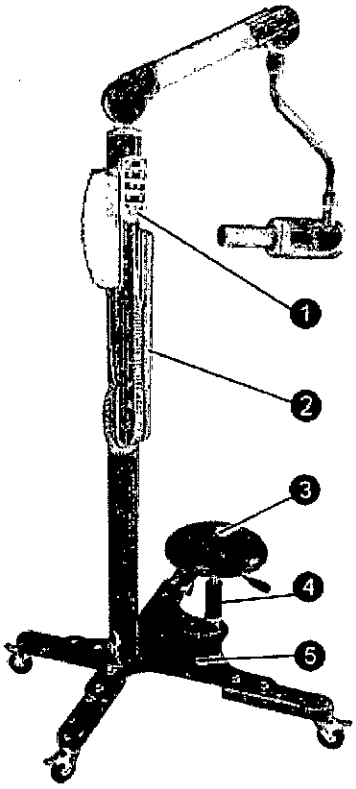

Fig. 1-7
**VII. Instalación Externa (Fig. 1-7)**
1. Coloque el panel de control (1) en la columna principal.
2. Coloque el respaldar para el paciente (2) en la columna principal.
3. coloque la vara neumática (4) en la base triarticular (5), luego instale el asiento (3) en de la vara neumática.